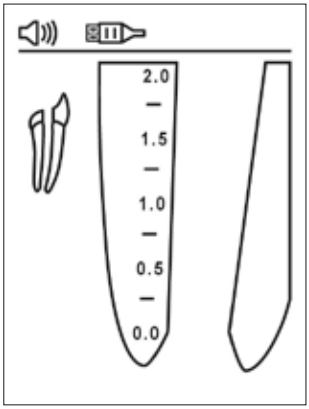

Abbildung 3
6.4.2. Das Messkabel in den Anschluss am Gerät stecken und sicherstellen, dass das Symbol „Kabel“ in der Statusleiste erscheint (Abb. 3).